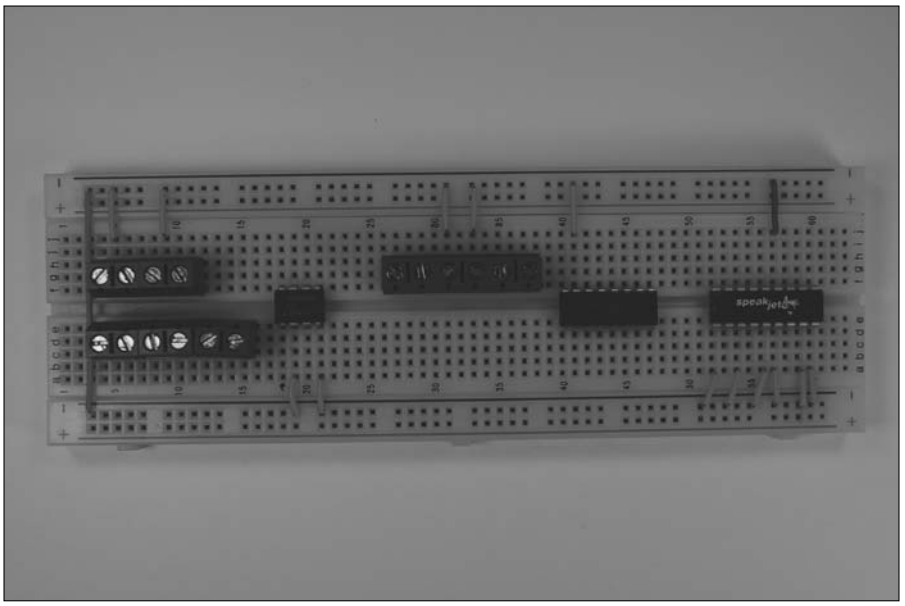

Figure 7-6: Connect the ICs and terminal blocks to ground; then connect the ground buses.
2. **Insert wires to connect the ICs and the terminal blocks to the ground bus and then insert a wire between the two ground buses to connect them to each other, as shown in Figure 7-6.**